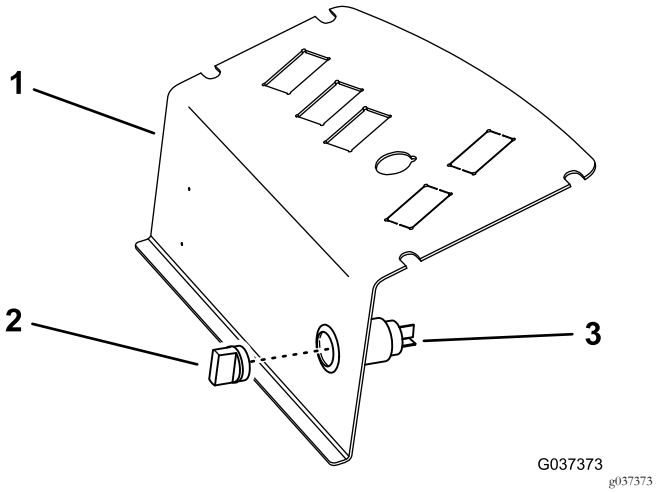

Figur 6
8. Fra setesiden av kontrollpanelplaten fører du inn stikkontakten i hullet, fester det med det ytre skallet og setter hetten inn i stikkontakten (Figur 6).